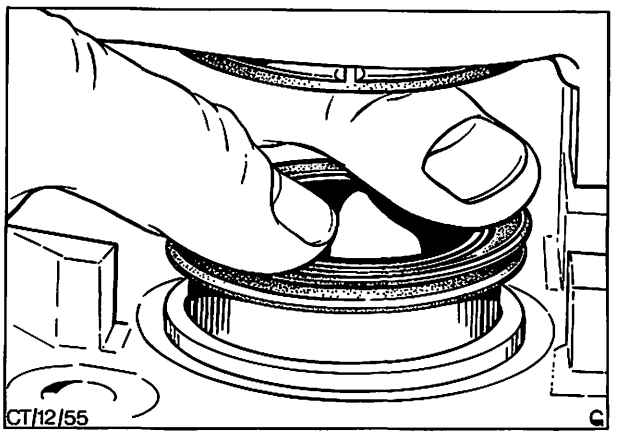

Abb. 33 Kolben in die Bremssattelbohrung eindrücken
7. Kolben und Dichtring mit sauberer Bremsflüssigkeit benetzen, Staubmanschette am Kolben anbringen und Kolben in die Zylinderbohrung einführen. Staubmanschette am Bremssattel befestigen, Kolben ganz einschieben, Haltering aufdrükken, Abb. 33 und 34.